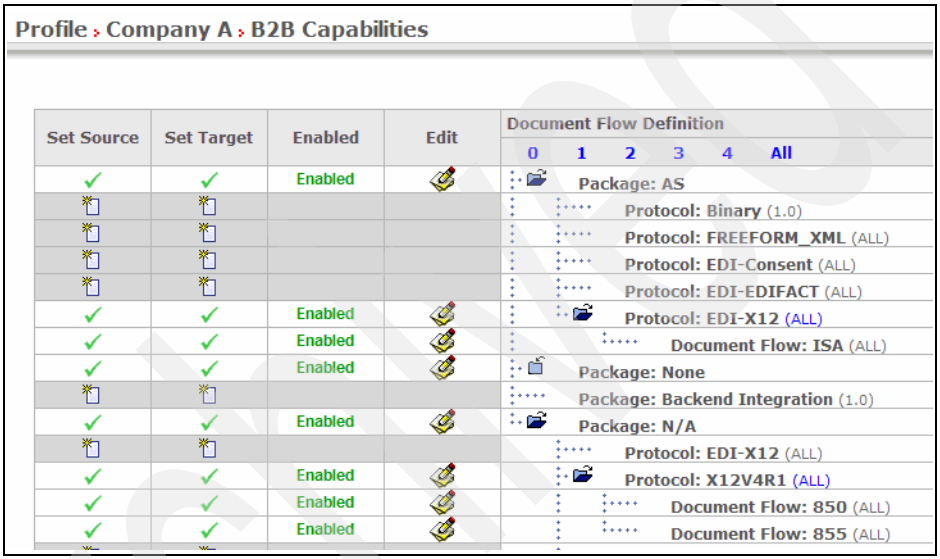

Figure 19-54 B2B capabilities for Company A to implement the de-enveloping scenario
2. In the B2B capabilities window, update the capabilities by enabling AS/EDI-X12/ISA and N/A/X12V4R1/855 in the order of Package,Protocol and document flow (Figure 19-54).